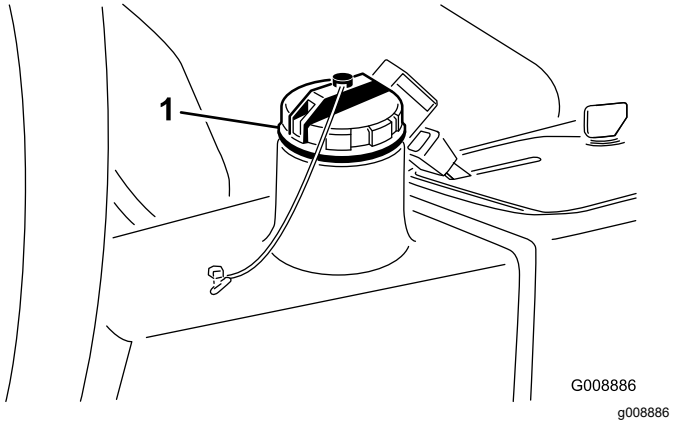

Figuur 29
- Mobil EAL Envirosyn H 46 (VS)
2. Reinig de omgeving van de vulbuis en de dop van de hydraulische tank (Figuur 29). Verwijder de dop.